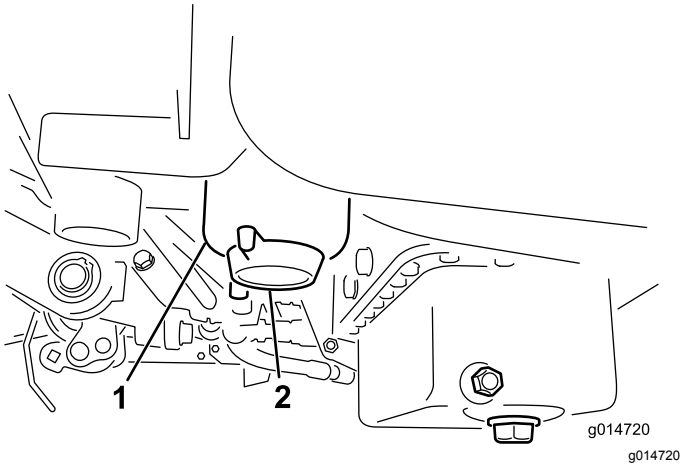

Figur 33
2. Rengör området där filterskålen ska monteras (Figur 33).
4. Öppna filtrets avtappningsplugg (Figur 33).